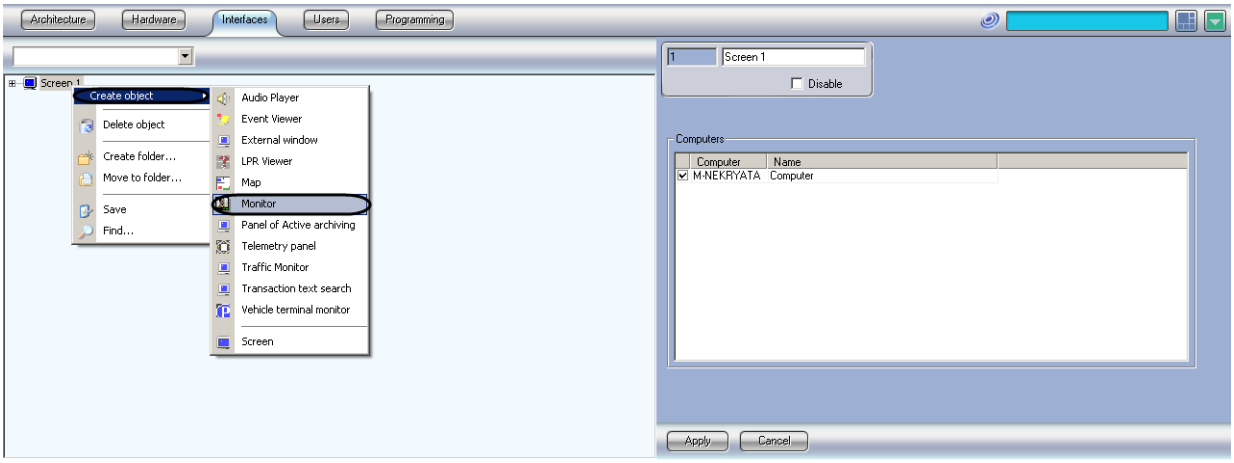

Figure 8.4-39. The “Monitor” object creation
1. Select the required “Screen” object in the “Interfaces” tab of the “System settings” dialog box (Figure 8.4-39).
2. Double-click the right mouse button upon the selected “Screen” object and select “Create object > Monitor” in the contextual window (Figure 8.4-39).